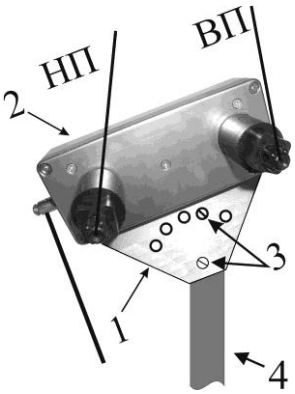
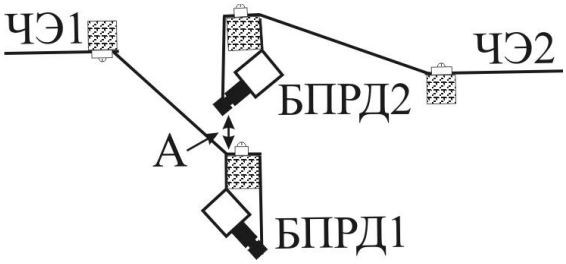
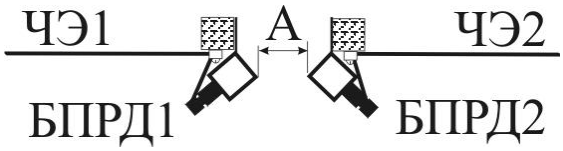

Рис. 10.16
Рис. 10.21
Рис. 10.22
10.2.5 В соответствии с рис. 10.16 закрепить БПРД на стойках и подключить клеммы заземления на корпусах БПРД и БПРМ к клеммам заземлителей, в качестве которых могут использоваться пасынки-заземлители из КМЧ4, установленные непосредственно в землю. **Вывернуть один из блокирующих винтов (см. п. 6.4.1.1), обеспечивающий лучший вывод сконденсированной влаги.** Заземлители установить в земле, оставляя на поверхности видимую часть заземлителя высотой 600 мм, на расстоянии не дальше 1м от конечных стоек сигнализационного участка.
На рис. 10.21, рис. 10.22 показана установка двух БПРД на стойках (вид сверху). При установке БПРД, необходимо соблюдать требования п. 6.4.1.2 по ориентации. БПРД установить на стойке4 (см. рис. 10.16). Блок крепить в наклонном положении, для крепления верхним винтом (шурупом, для стойки из дерева) нужно выбрать одно из пяти отверстий. Также контролировать, чтобы вводы ВП и НП находились под лицевой (со стороны земли) поверхностью блока. Соединить верхний провод с клеммой ВП, защищенной от внешних воздействий с помощью защитного колпачка. Соединить нижний провод с клеммой НП, также защищенной от внешних воздействий с помощью колпачка. Закрепить ВП и НП ЧЭ на консоли с помощью прижимов, винтов или пластиковых хомутов.
10.2.7 При последовательной установке нескольких извещателей учесть вышеизложенные рекомендации. При установке рядом расположенных БПРД, обеспечить минимальные электромагнитные связи между проводами и заземлителями смежных ЧЭ соседних извещателей. Существуют как минимум два способа размещения на заграждении конечных консолей с установленными на них БПРД смежных извещателей. На рис. 10.21, 10.22 изображены виды на торцевые поверхности конечных консолей. Расстояние А между ними должно быть не менее 300 мм. ЧЭ1 и ЧЭ2 не должны иметь параллельных или пересекающихся участков и, как следствие, иметь минимальные электромагнитные взаимосвязи.
10.3.8 На заземлитель БПРД устанавливается с помощью УКБ-3 (см. рис. 10.16) на высоте не менее 1 м над землей и выше уровня снежного покрова.